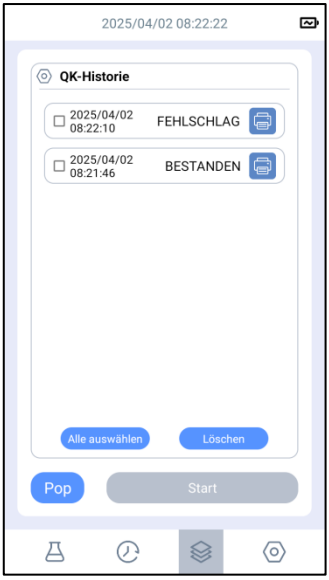

Abb. 4.17
Schritt 2: Tippen Sie auf der Hauptschnittstelle auf das Symbol „ “, um die Qualitder Hauptschnittstelle aufu as halt(Abb. 4.17).